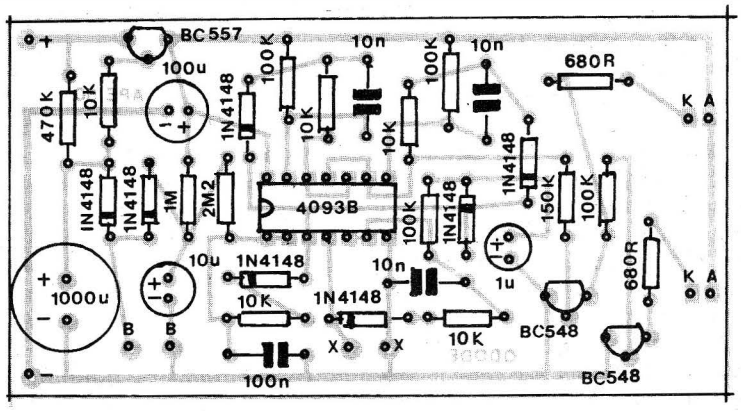

Fig.3
- **FIG. 3** - "CHAPEADO" DA MONTAGEM - Agora o "outro" lado (não cobreado) da placa, com praticamente